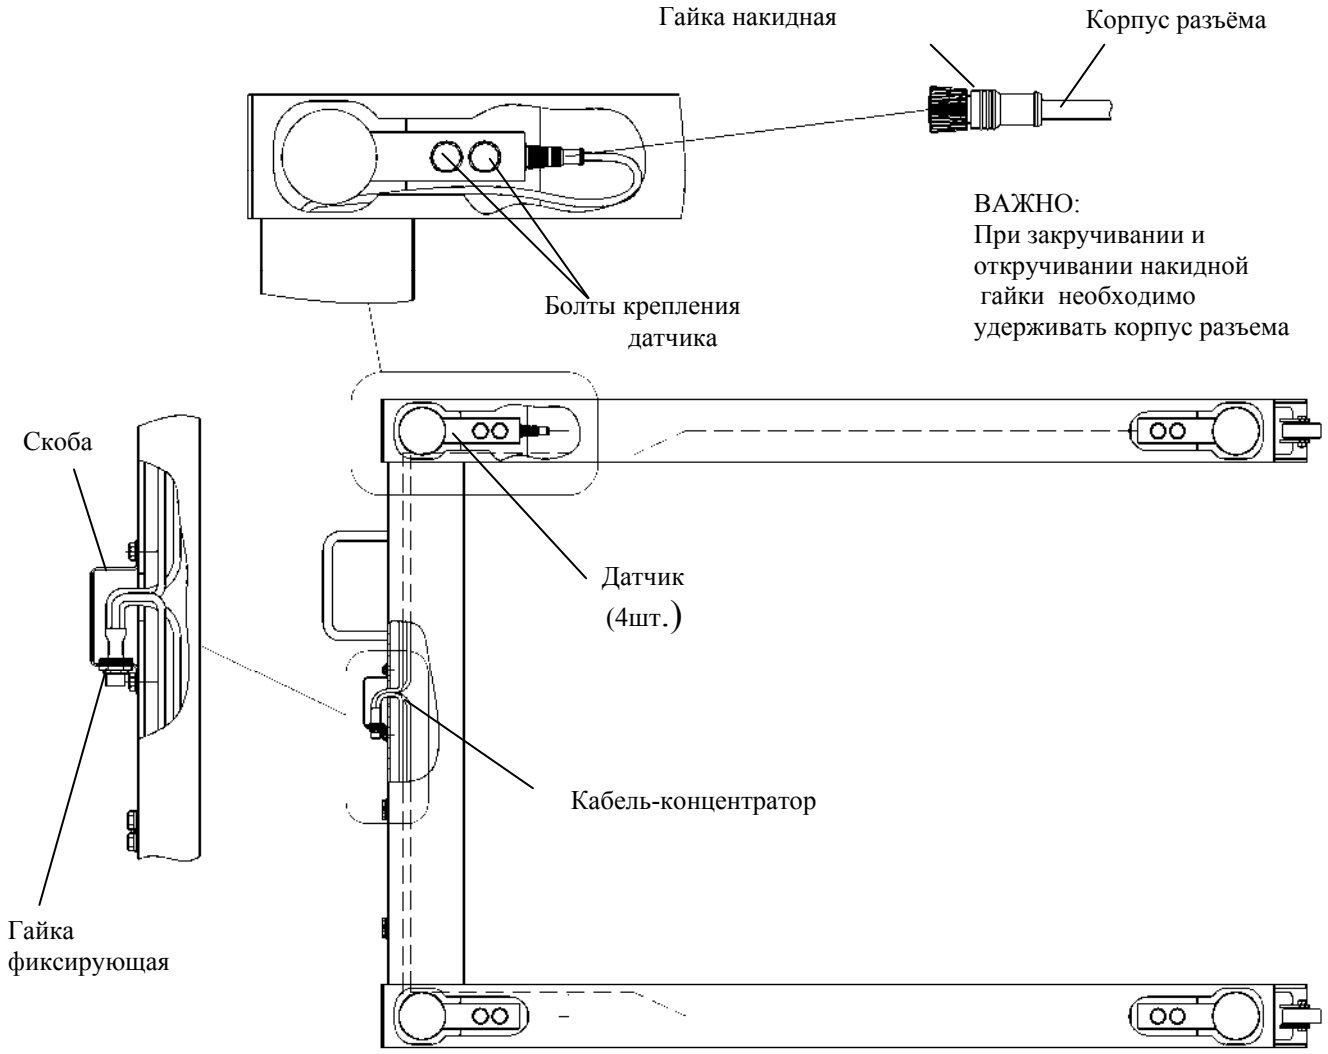

Рис. 10.6 - Модуль 4D-U
10.3.3.2 Отвинтив два болта крепления вытянуть датчик до появления доступа к разъему (см. Рис. 10.6).